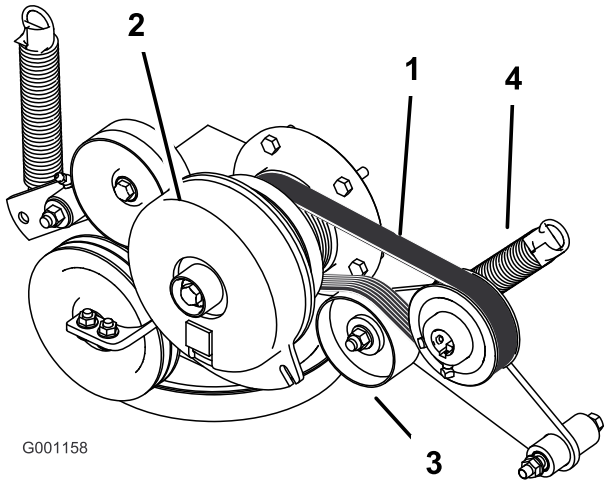

Figur 55
3. Tag fjederen af styrearmen (Figur 55).
4. Monter den nye rem omkring motorens og hydropumpens remskiver (Figur 55).
6. Monter fjederen på styrearmen (Figur 55).